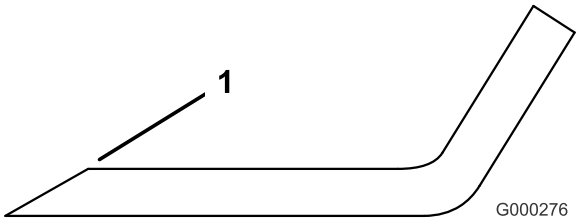

**Figuur 93**
1. Gebruik een vijl om de snijranden aan beide uiteinden van het mes te slijpen (Figuur 93). Houd daarbij de oorspronkelijke hoek in stand. Het mes blijft in balans als u van beide snijranden dezelfde hoeveelheid materiaal verwijdert.